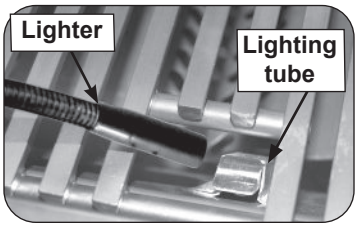

Fig. 31-2 Manual lighting via lighting tube
2. Insert either a burning long-barrel butane lighter or a burning long-stem match through the cooking grid opening to the top of the lighting tube (see Fig. 31-2). For backburners or infrared burners, hold the flame against the surface of the backburner/infrared burner. For side burners, hold the flame against the burner.